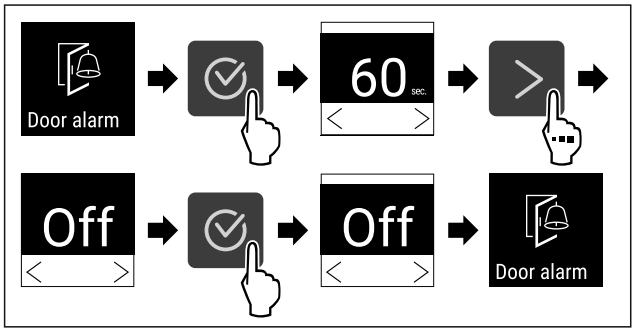

Fig. 97
▶ Suivre les étapes (voir Fig. 97) .